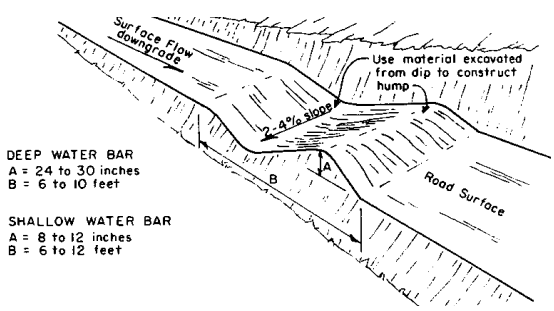

***Figure 3*- Typical cross section of water bar**
- Install water bars at about a 30-degree angle down slope on skid trails to prevent erosion. *Refer to Figure 3 and Table 2...*